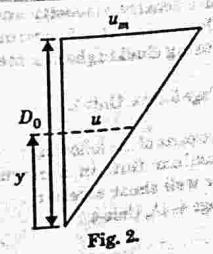

Fig. 2.
2. From Fig. 2 $u = \dfrac{u_m}{D_0} \times y,\ A_0 = D_0 \times 1,\ A = y \times 1,\ dA = dy$